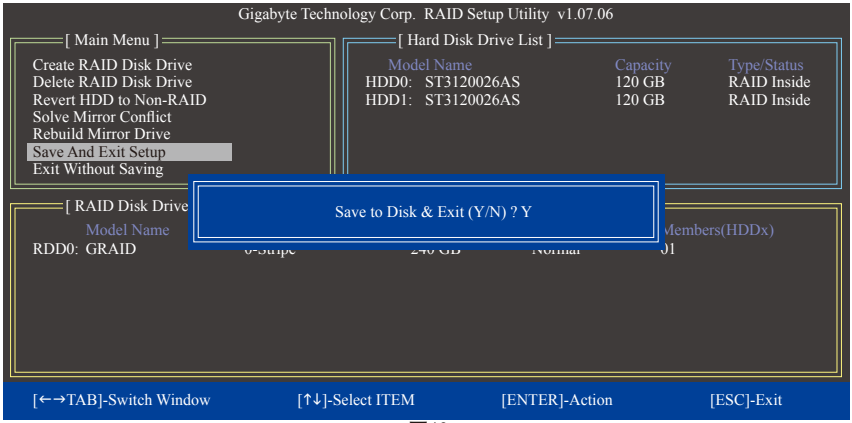

图10
7. 储存设定并离开(Save And Exit Setup)：设定好磁盘阵列要离开RAID设定程序前，请务必在主画面选择「Save And Exit Setup」。确定离开请按<Y>，取消请按<N> (图10)。